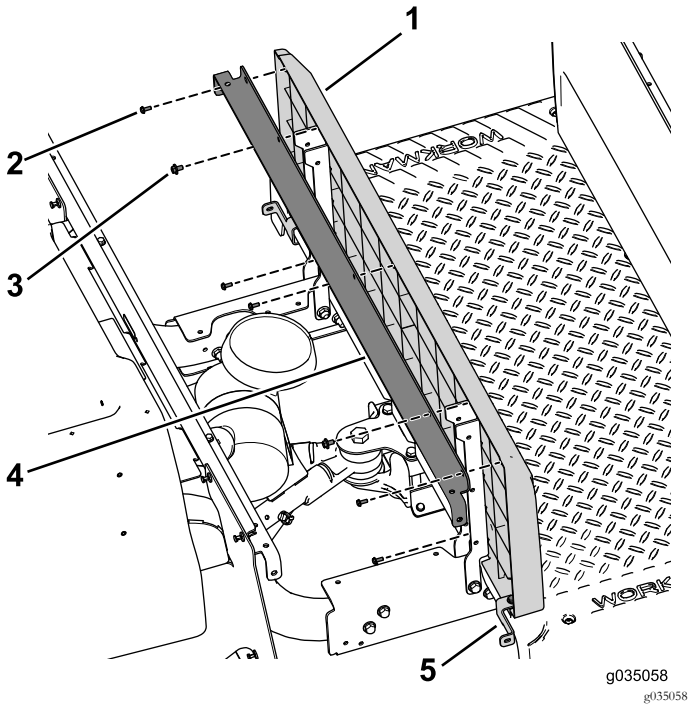

Figure 42
7. Utilisez les 2 ensembles boulon et rondelle (¼" x ½") pour fixer le support et le panneau de socle du siège sur les supports de siège gauche et droit (Figure 42).
8. Servez-vous des 2 boulons (¼" x 2"), de la rondelle et du contre-écrou pour fixer les supports de panneau gauche et droit sur la machine (Figure 42).